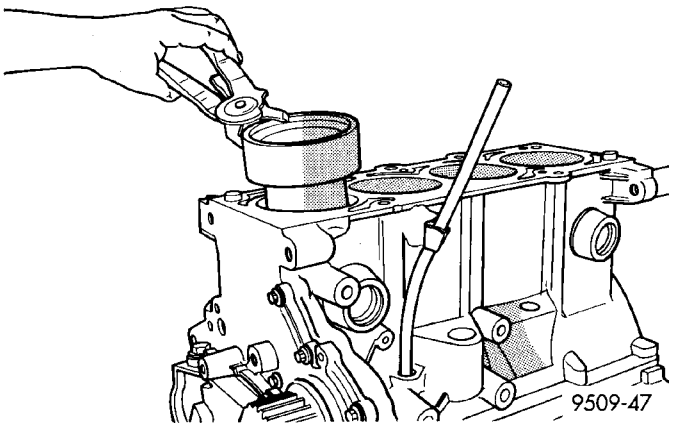

Fig. 66 Piston—Installation
(4) Immerse the piston head and rings in clean engine oil, slide the ring compressor, over the piston (Fig. 66). **Be sure position of rings does not change during this operation** .